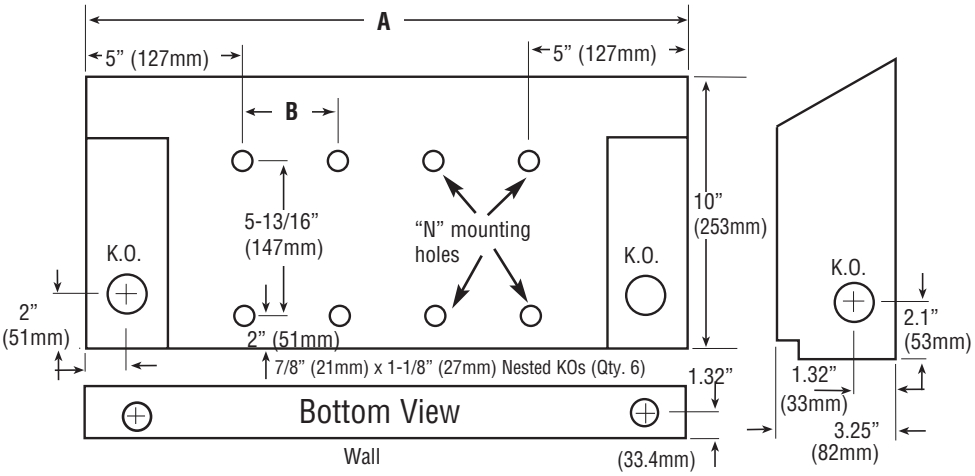

Fig. 1
4. Select knockout through which electrical wiring must be brought into heater. Wiring can enter from either end. See Fig. 1. Remove junction box cover by removing two (2) screws. Install strain relief leaving 6” (152mm) of wire inside junction box.